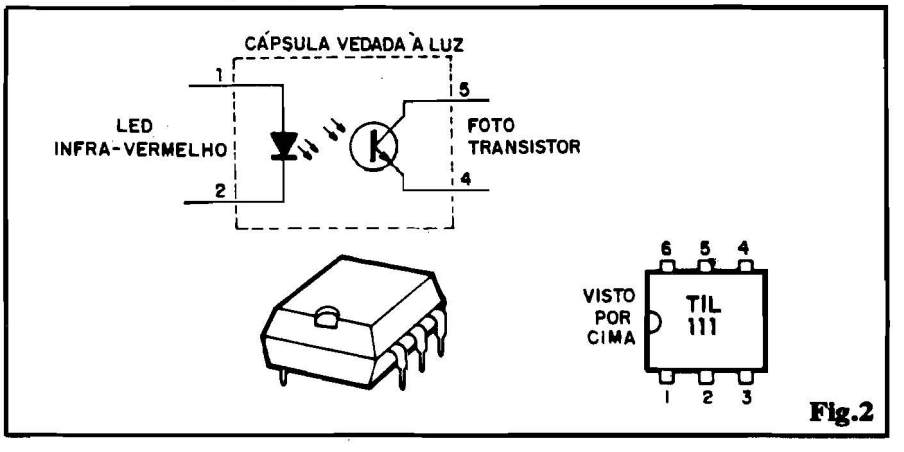

Fig.2
- **FIG. 2 - DETALHES DO OPTO-COUPLER** - Como o TIL111 é um componente raramente utilizado nas montagens de APE (embora seja comum, de fácil aquisição...), a ilustração traz tudo "mastigadinho": aparência, pinagem e "radiografia" da peça... Por fora, parece um "Integradinho" DIL, com 6 "pernas" (3 de cada lado...). Dentro, existem um LED infravermelho (acessado pelo **anodo** no pino 1 e pelo **catodo** no pino 2), em confrontação direta com a "pastilha" de um fototransístor (sem **base**), cujo **coletor** é externamente acessado pelo pino 5, e **emissor** pelo pino 4... Os acopladores óticos permitem grande isolamento entre o setor de comando (acoplado ao LED) e o setor comandado (ligado ao fototransístor), condição que buscamos na elaboração do projeto do PORTAU, por diversas razões de instalação e universalização, já explicadas...